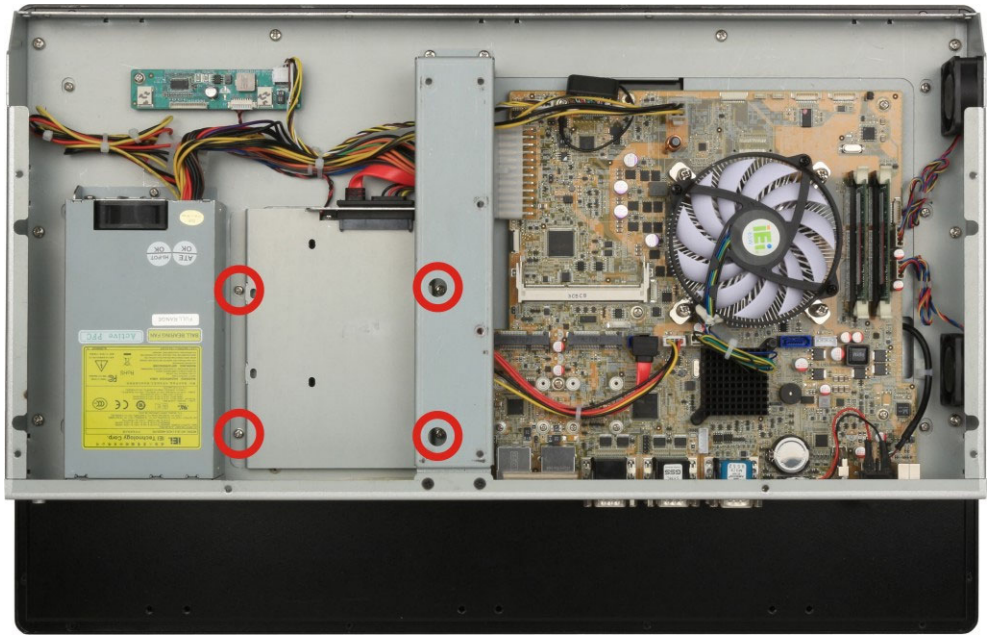

Figure 3-5: PPC-F22A/F24A-H81 HDD Bracket Retention Screws
Step 2: **Remove the HDD bracket from the PPC-F22A/F24A-H81**. The HDD bracket is secured on the panel PC with four retention screws (**Figure 3-5**). Remove the four retention screws and lift the bracket off the panel PC.